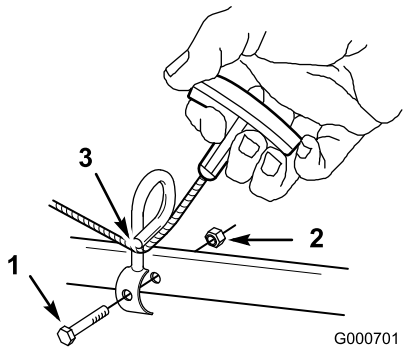

Bild 4
Sicherungsmutter (1/4 Zoll) am unteren Griff (Bild 4).
4. Ziehen Sie das Starterseil durch die Seilführung (Bild 4).